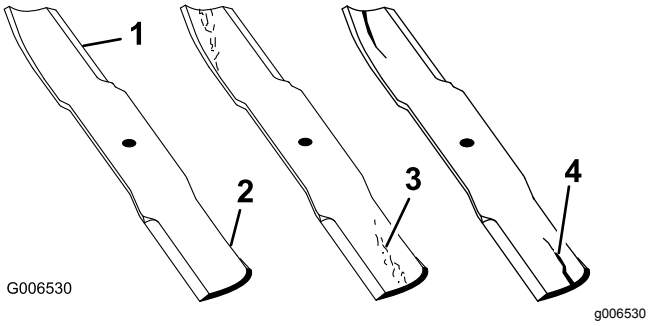

**Figur 145**
2. Undersök knivseggarna noggrant (i synnerhet där knivens flata och böjda del möts) enligt (Figur 145).
**Obs:** Kontrollera kniven innan du använder maskinen eftersom sand och slipande material kan slita bort metallen mellan knivens flata och böjda delar. Byt ut kniven om den är sliten (Figur 145).